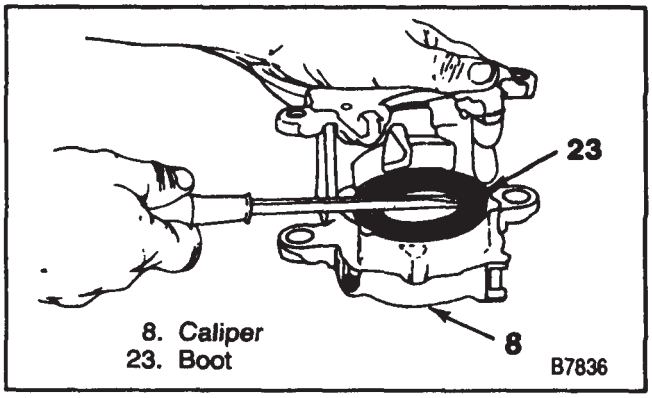

Figure 15—Removing the Caliper Boot
4. Boot (23) (figure 15).
5. Piston seal (21).
6. Bleeder valve (20).